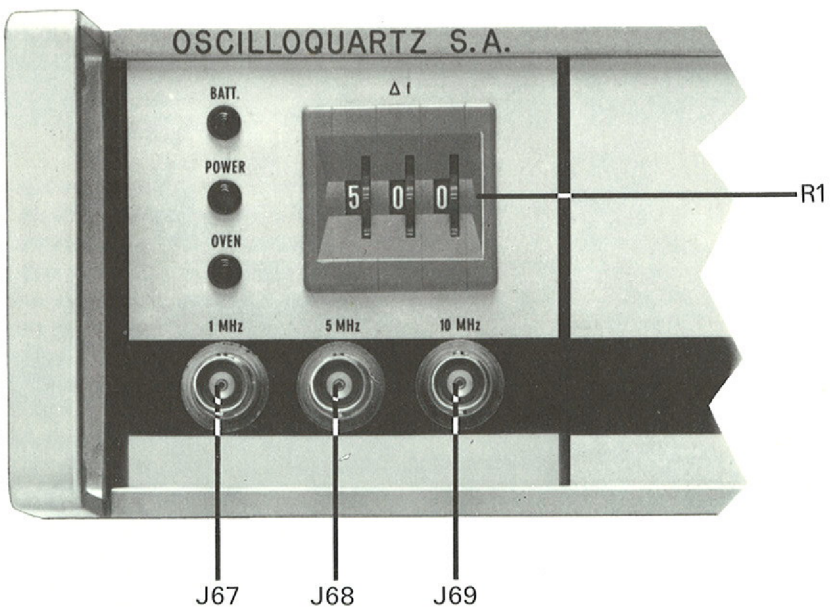

Fig. 6 Frequency standard 2200 (front panel, left side).
3 monitoring outputs (BNC on front panel, fig. 6)
The three standard frequency outputs, as well as their corresponding monitoring outputs on front panel, are affected by the setting of the frequency adjustment digital potentiometer R1 located on the front panel (fig. 6).
d) To adjust the standard frequency is then simply achieved by moving the thumbwheels of the frequency adjustment digital potentiometer R1 located on the front panel (fig. 6) until the correct frequency value is obtained. The resolution is $\sim 2\times10^{-10}$ per unit step and the value of the frequency will increase as the displayed figures of the potentiometer increase. This device allows for a very accurate setting of the standard frequency as well as easy recording the number corresponding to the setting made, thus permitting to be returned exactly to its initial position in case of inadvertent manipulation.